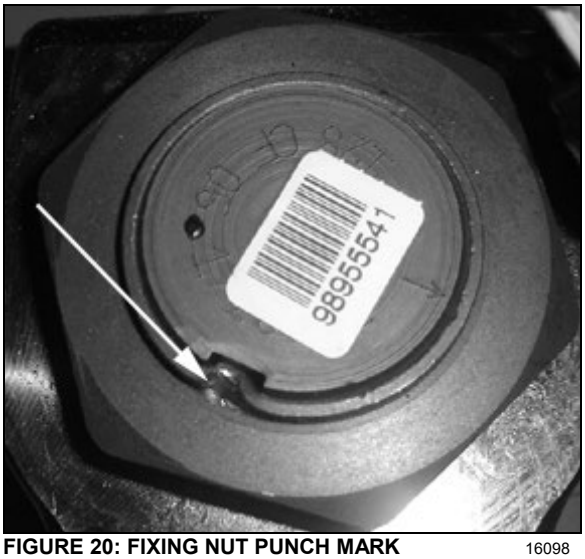

FIGURE 20: FIXING NUT PUNCH MARK 16098
1. Lock nut with sector shaft using a punch mark into the groove (Refer to Figure 20).